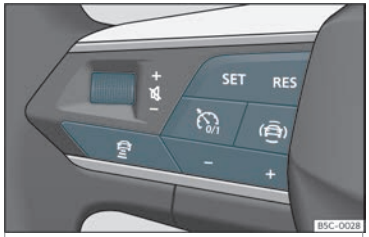

Abb. 151 Am Multifunktionslenkrad: Tasten zur ACC-Bedienung
Ihr Fahrzeug verfügt über ACC, wenn das Einstellungsmenü im Infotainment-System verfügbar ist››› Seite 93, und wenn am Multifunktionslenkrad die Tasten zur Bedienung von ACC zur Verfügung stehen››› Abb. 151.
- Taste **SET** drücken, um die Regelung zu starten››› **Abb. 151**.
Um die Geschwindigkeit zu programmieren, drücken Sie die Tasten **+** o **–** ››› **Abb. 151** bis zur gewünschten Geschwindigkeit. Die Einstellung der Geschwindigkeit erfolgt in Schritten von 10 km/h (5 mph).
- Taste und danach Taste **+** oder **–** ››› **Abb. 151** drücken.